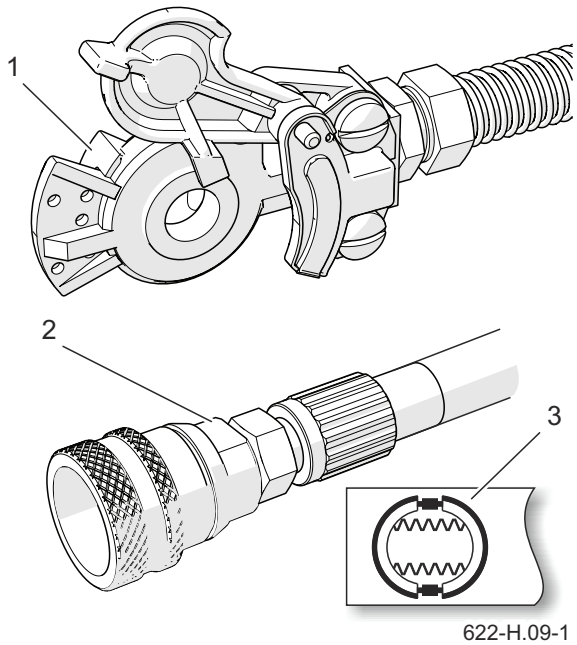

Рисунок 4.5 Разъемы тормозной системы
- На гидропровод тормозной системы наклеена информационная наклейка (3) –рисунок 4.5.